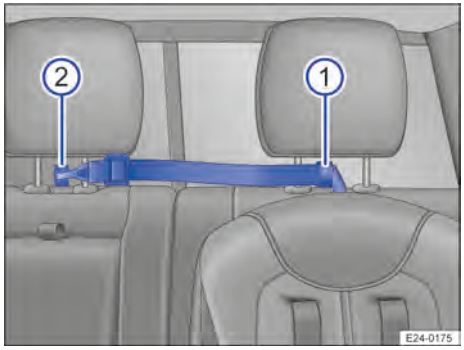

Bilde 45 Feste Top Tether-festereim (eksempel).
2. Før den øvre festereimen gjennom Top Tether-hempen → Bilde 45 ① under hodestøtten.
4. Fest den øvre festereimen i Top Tether-hempen → Bilde 45 ② under hodestøtten i midten.